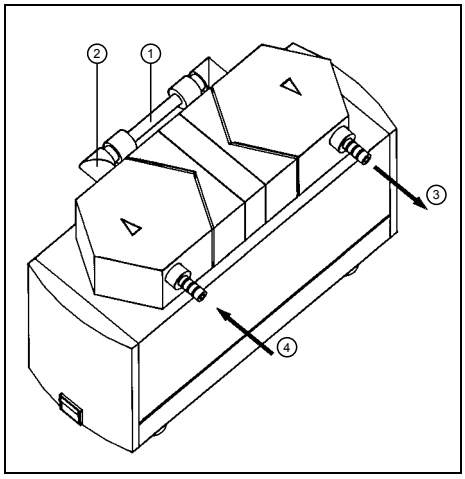

Fig. 15 : Pour le montage du lest d'air.
❶ Mettre la pompe hors service (voir chapitre 6) ; pour cela, débrancher l'alimentation électrique.
❷ Retirer les raccordements pneumatiques à l'aspiration et au refoulement de la pompe.
❸ Retirer la pompe de la plaque de base.
❹ Démonter le raccordement entre les têtes de la pompe (voir figure 15).
❺ Dévisser l'embout de la tête d'aspiration (voir figure 15).
❻ Visser le lest d'air à la tête de la pompe (le raccord du l'est d'air est entouré de Téflon).
❼ Remonter le raccordement entre les têtes de la pompe.